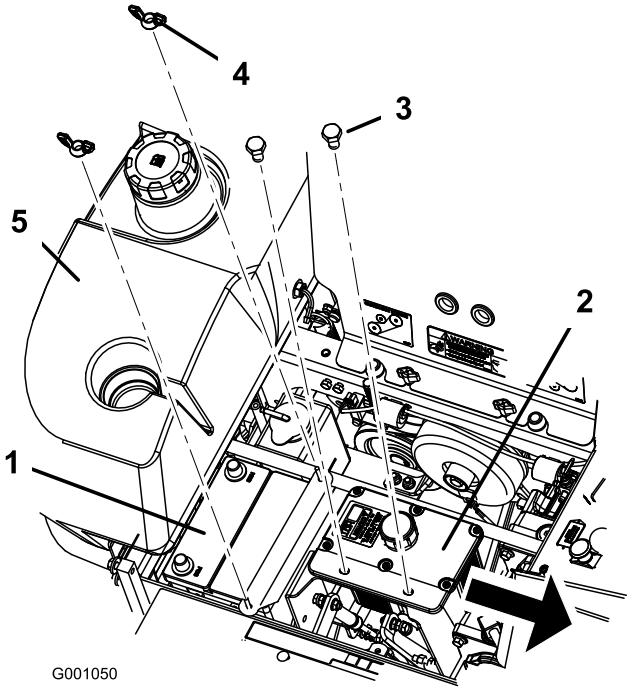

**Figur 44**
6. Fjern de to vingemøtrikker (1/4 tomme), som fastholder batteriets spændestykke (Figur 44).
7. Løsn de to bolte, der holder hydrauliktanken (Figur 44).
1. Placer batteriet i bakken, så polerne vender væk fra hydrauliktanken (Figur 44).
6. Fastgør batteriet med J-bolte, hold spændestykket og 2 skiver (1/4 tomme) nede og 2 vingemøtrikker (1/4 tommer) (Figur 44).